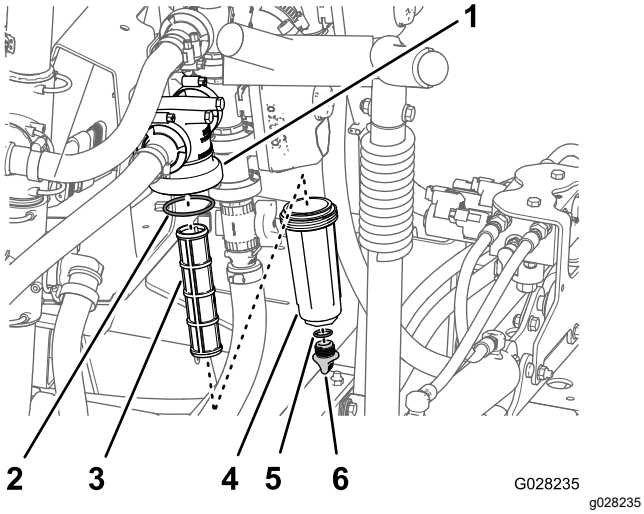

Figur 56
2. Placera ett kärl under tryckfiltret (Figur 56).
3. Vrid avtappningslocket motsols och ta bort det från tryckfiltrets skål (Figur 56).
4. Vrid skålen motsols och ta bort filterhuvudet (Figur 56).
5. Ta bort tryckfiltret (Figur 56).
7. Kontrollera att avtappningspluggens packning (sitter på insidan av skålen) och skålens packning (sitter på filterhuvudets insida) inte är slitna eller skadade (Figur 56).
8. Montera tryckfiltret i filterhuvudet (Figur 56).
9. Montera skålen på filterhuvudet och dra åt för hand (Figur 56).
10. Sätt på avtappningslocket på skruvförbindningen i skålens botten och skruva åt det för hand (Figur 56).